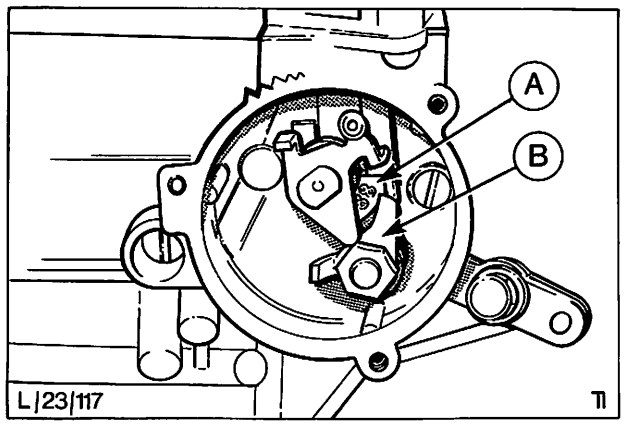

Abb. 143 Spaltmaßeinstellung in der Zwischenstufe
a) Drosselklappen etwas geöffnet halten und Starterklappenmechanismus in die Zwischenstufe bringen, Abb. 143.